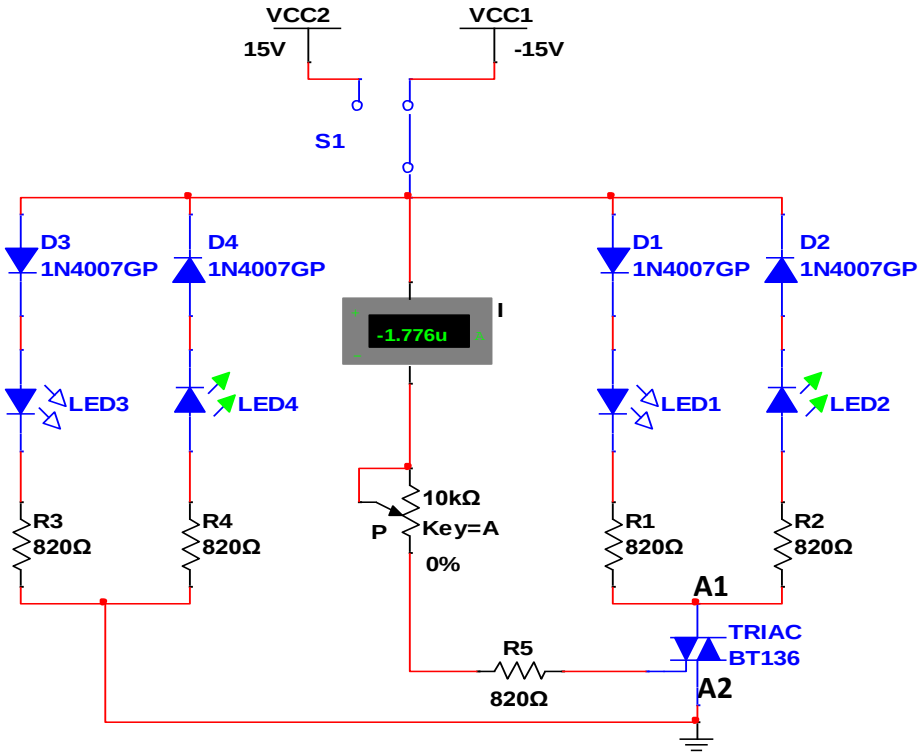

Figura 9.13 Circuit de verificare a triacului. Triacul conduce de la A2 la A1.
4. Se fixează comutatorul **K** este pe poziţia **-15 V** și se observă că luminează **LED 2** şi **LED 4 (led-urile verzi)**. Grila **G** este negativă faţă de **A2** şi triacul conduce de la **A2** la **A1**(**figura 9.13**);